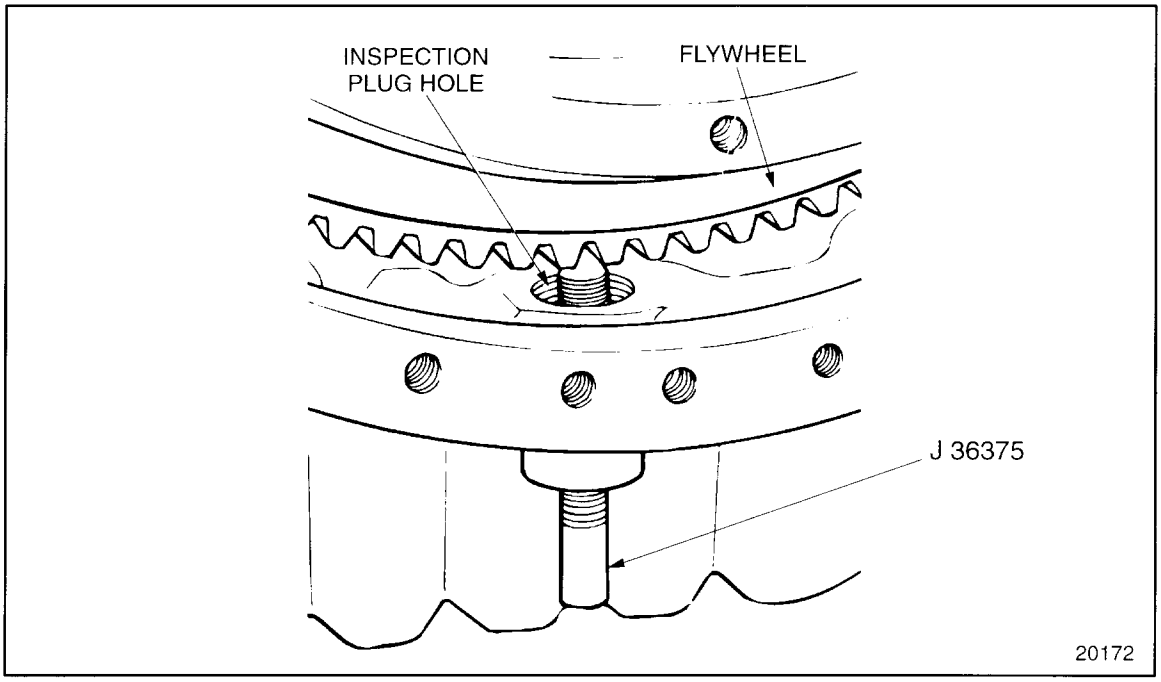

Figure 9-2 Flywheel Lock
1. Remove the inspection plug in the bottom of the flywheel housing and install the J 36375–A ; see Figure 9-2.
1. If removed, install J 36375–A, to the inspection plug hole in the bottom of the flywheel housing; see Figure 9-2.